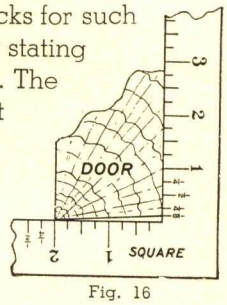

Fig. 16
3. A door is beveled when its edge is not at a right angle with its surface. Mortise locks for such doors require beveled fronts to correspond with the doors. This bevel is expressed by stating the thickness of the door and the distance which one edge drops back from the other. The standard bevel is one-eighth of an inch in two inches (Fig. 16). The use of beveled front locks should be avoided where no real need for them exists.